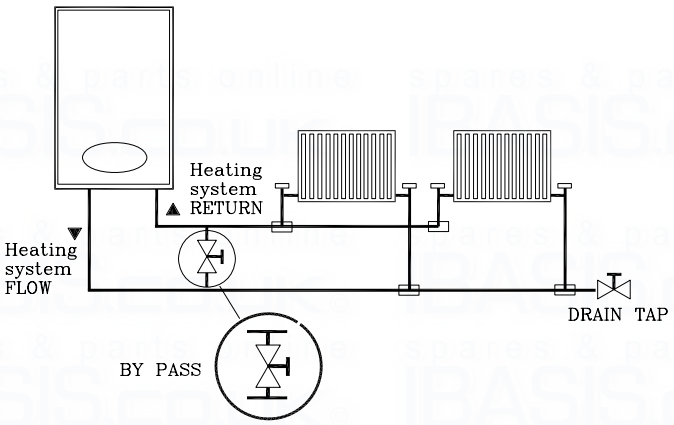

Fig.6
4.6.1 The terminal should be located where dispersal of combustion products is not impeded and with due regard for the damage or discolouration that might occur to building products in the vicinity (see fig. 6).
Minimum acceptable spacing from the terminal to obstructions and ventnation opening are specified in Fig. 6.
Therefore a by-pass must be fitted to the system (15 mm min.) (Fig. 6).